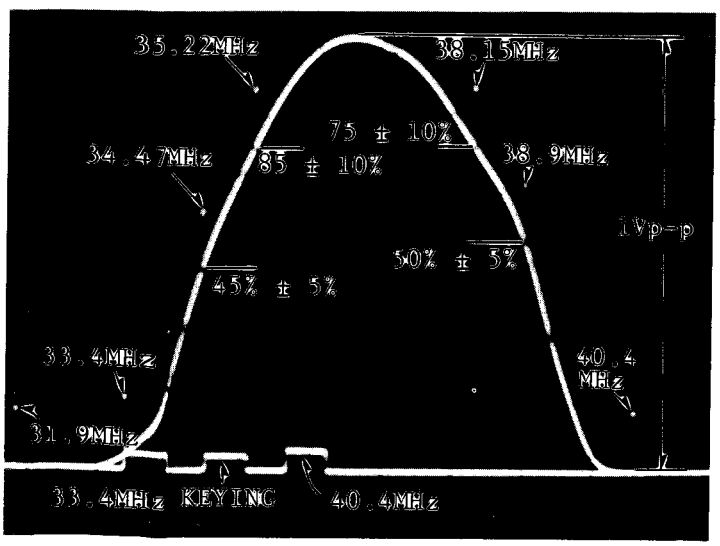

Fig. E8. VIF Waveform
2. Set the Channel Selector to the VHF High position (VH) and see the tunning button so that the voltage at pin 1 of P7001 becomes 10 ± 0.5 Volts DC.
11. Adjust T703 (A) so that the attenuation of the 40.4MHz trap becomes maximum.
12. Adjust T701 and (C)(D)(E)(F) of T703 so that the Sweep output waveform becomes as shown Fig. E8.